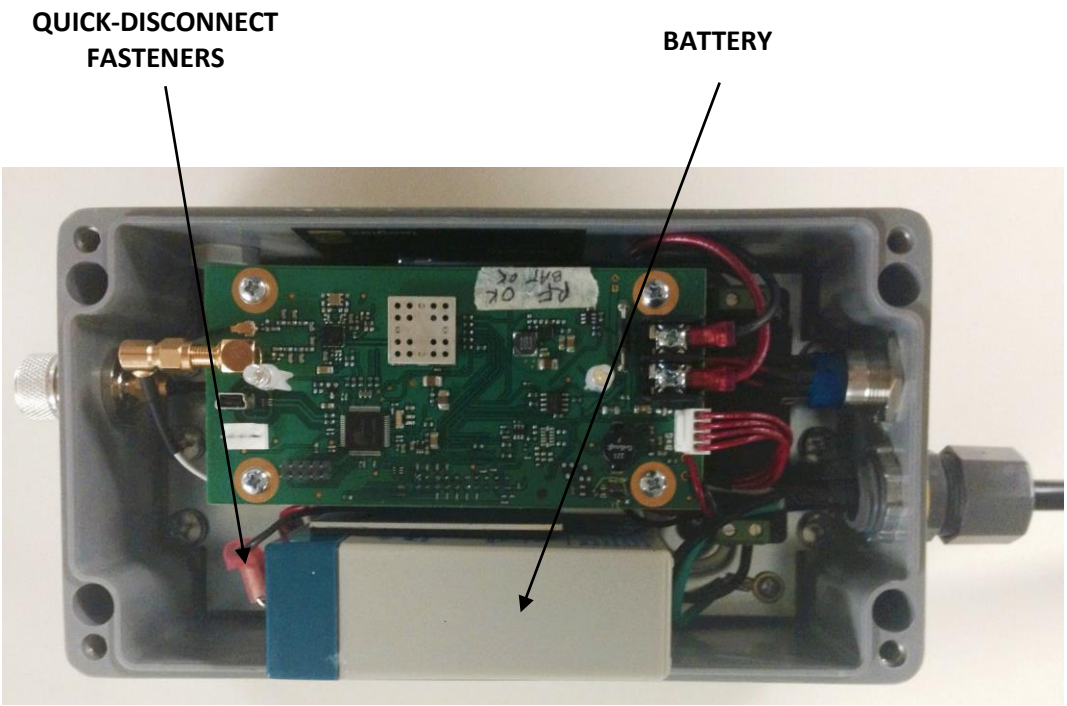

FIGURE 2: REPLACING IMN BATTERY
4. Disconnect the two quick-disconnect fasteners from the battery (see Figure 2).